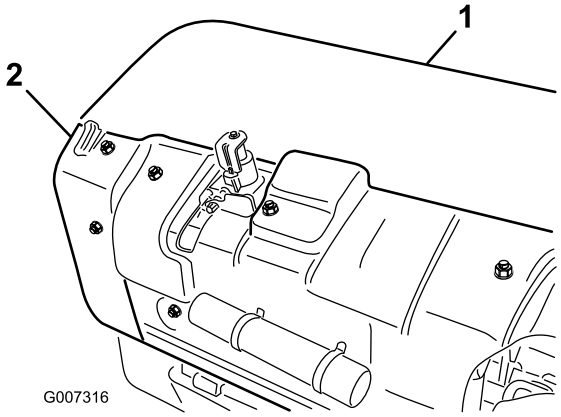

Figur 29
A. Fjern det bakre luftehodedekslet (Figur 29).
B. Fjern øyeboltene som fester skyddet og fjern skyddet (Figur 29).